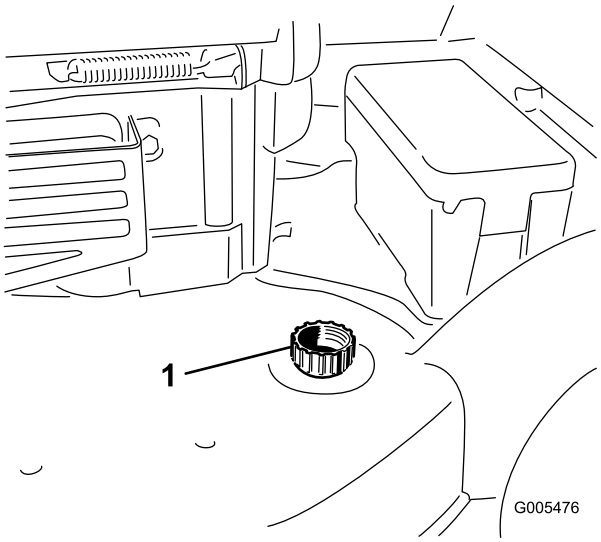

Figur 44
3. Fastgør en haveslange, der er sluttet til vandforsyningen, på gevindporten på plæneklipperhuset (Figur 44).